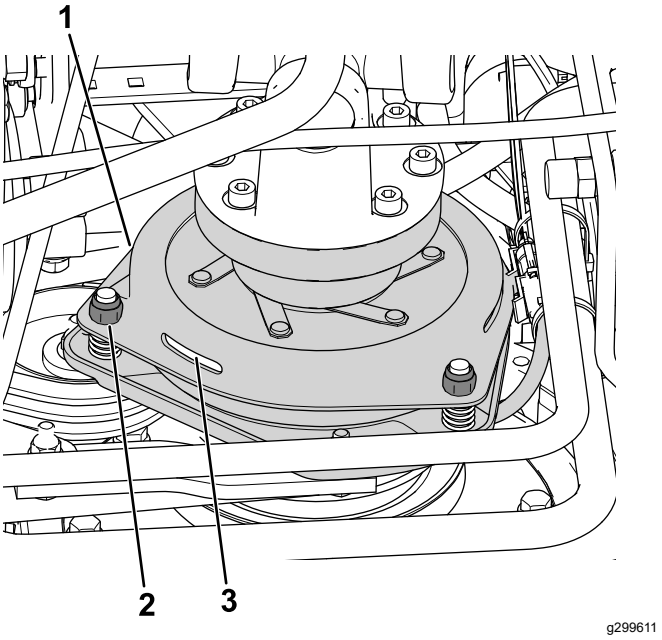

**Figura 76**
3. Regolate il traferro in modo da inserire, forzandolo leggermente, uno spessimetro di 0,3 mm tra il rivestimento interno della frizione e la piastra della frizione (Figura 76).
**Nota:** Per ridurre il traferro girate i dadi di regolazione in senso orario (Figura 76). Il massimo traferro di servizio è di 0,6 mm. Portate tutti e 3 i traferri a 0,4 mm.